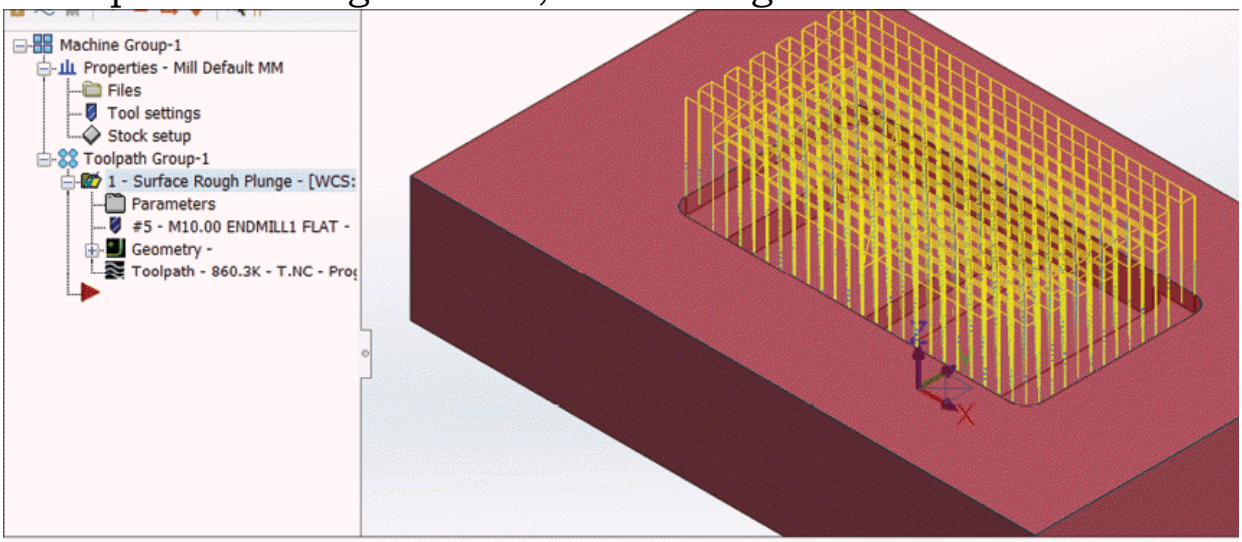

Figure-31. Plunge Surface Rough toolpath generated
- After specifying parameters, click on the **OK** button. The toolpath will be generated; refer to Figure-31.